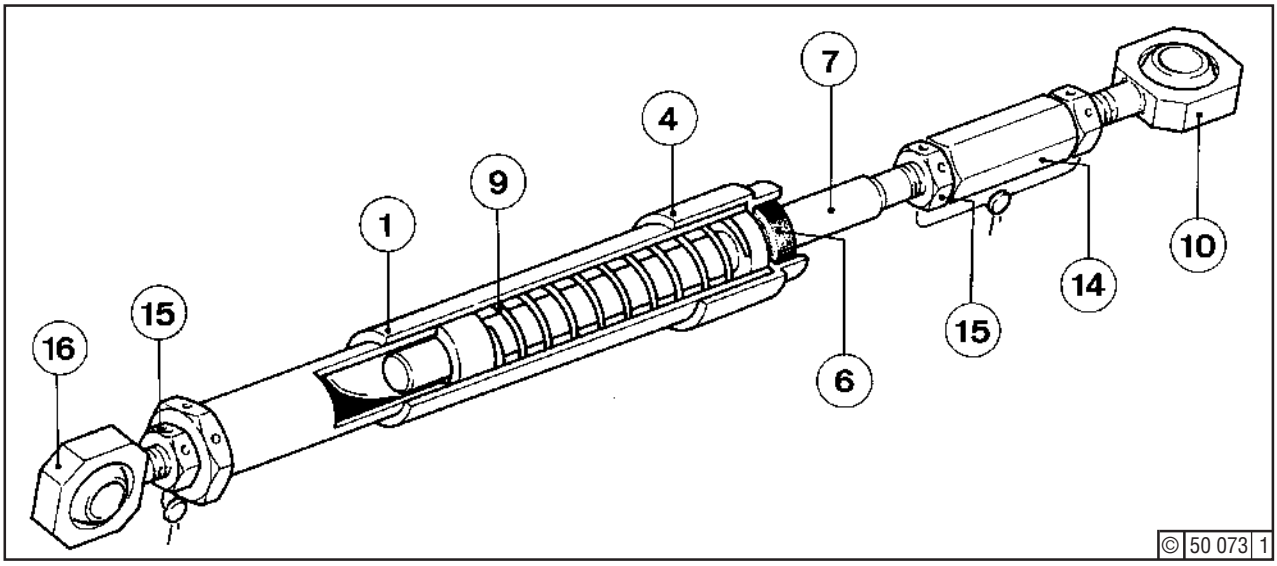

Fig. 7 Reconditioning of the telescopic pieces
Loosen hex. nuts (15) - Fig. 7 - and remove link heads (16) and (10), the latter together with turnbuckle (14). Carefully screw off union nut (4), which is under pressure of compression spring (9) inside the telescope. Take out connecting piece (7) and compression spring (9).